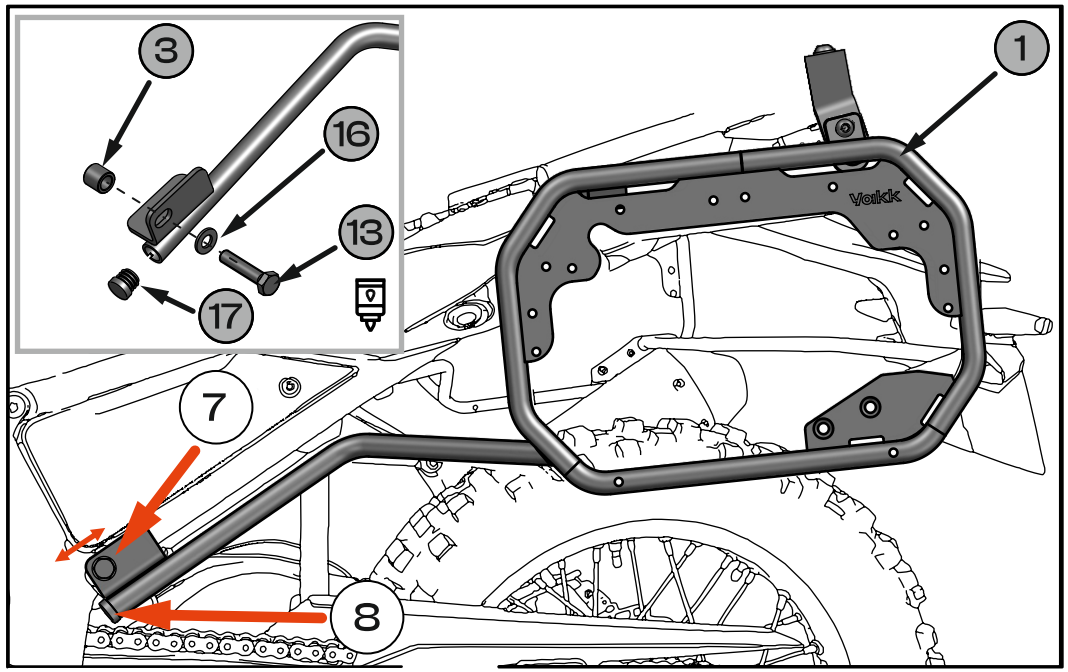

Fig.6
7. Install and loosely fasten the left side carrier **[1]** to the motorcycle mounting points using bolts [13], washers **[16],** applying spacer **[3].** Apply medium-strength threadlocker**.[Fig. 6]**
8. Install the end cap **[17]** into the tube of the left side carrier **[1]. [Fig. 6]**